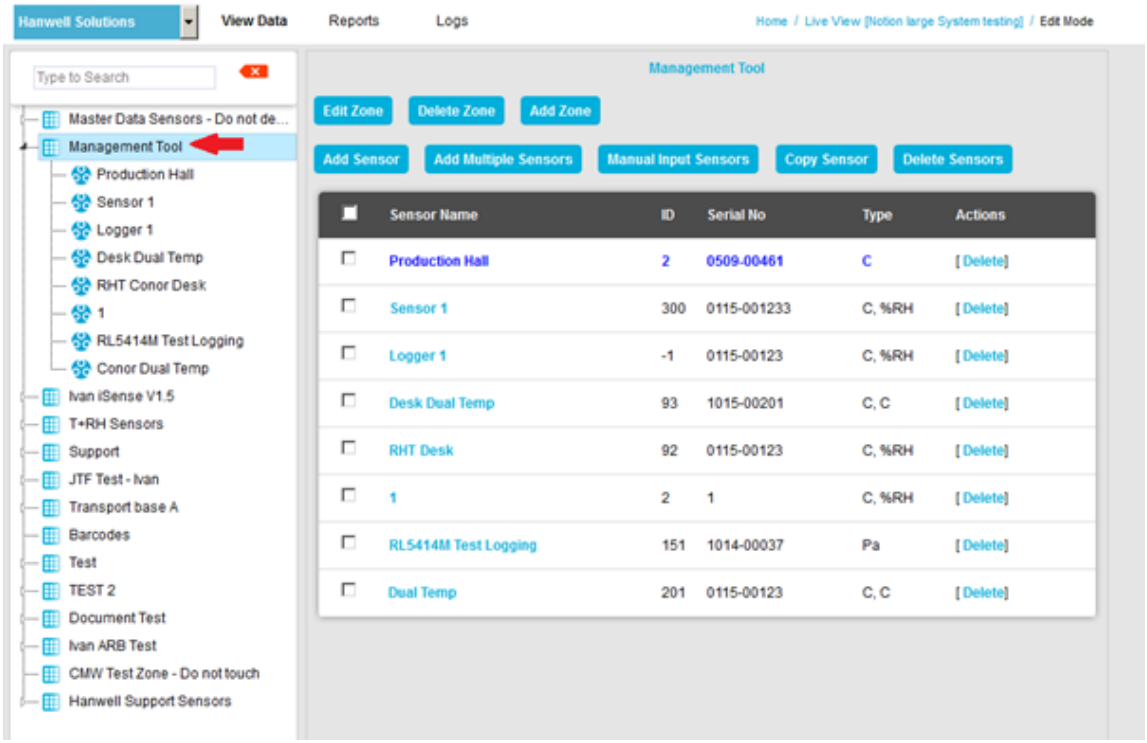

Figure 8
- To display another Zone's **Edit Mode** window, click on the entry for the required **Zone** in the left-hand menu. For an example. See Figure 8 below: